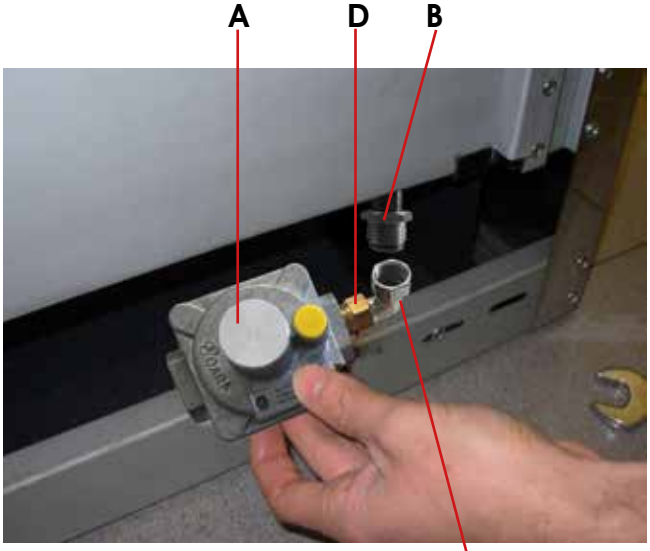

Fig. 2a
- As show in **fig. 2a**, unscrew "B" part from "C" part.